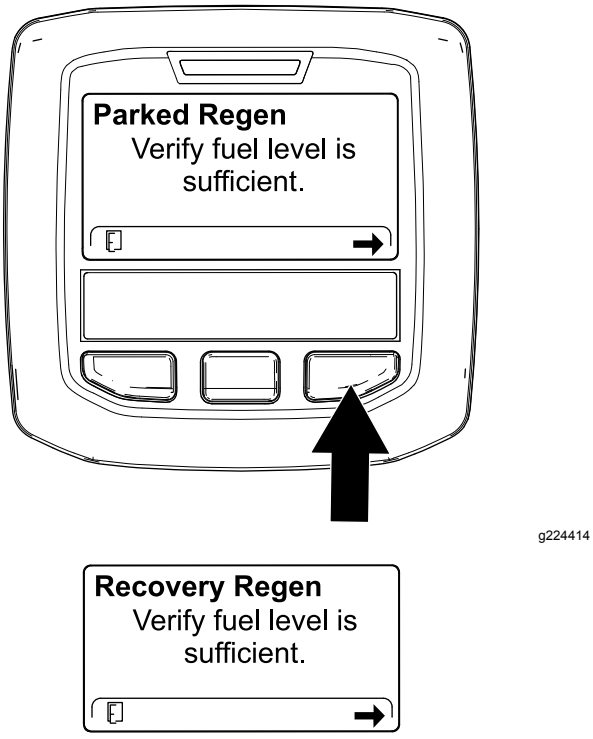

**Figur 57**
2. Kontrollera via skärmen KONTROLLERA BRÄNSLENIVÅ att minst en fjärdedel av tanken är fylld om du ska utföra en parkerad regenerering eller att den är minst halvfull om du ska utföra en återhämtningsregenerering och tryck sedan på högerknappen för att fortsätta (Figur 57).